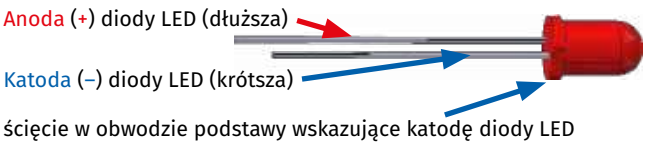

Rysunek 6. Opis wyprowadzeń standardowej diody LED z dwoma wyprowadzeniami („plusowe" wyprowadzenie jest dłuższe, natomiast „minusowe" krótsze)
- Tak jak każda dioda, LED ma biegunowość. Oznacza to, że musi być podłączona we właściwym kierunku, inaczej nie zaświeci, a w szczególnym przypadku ulegnie uszkodzeniu. Jej katodę najczęściej oznacza ścięcie na obudowie oraz krótsza nóżka (**rysunek 6**). Przed montażem sprawdź, gdzie na PCB znajduje się oznaczenie katody, i ustaw diodę zgodnie z nim.